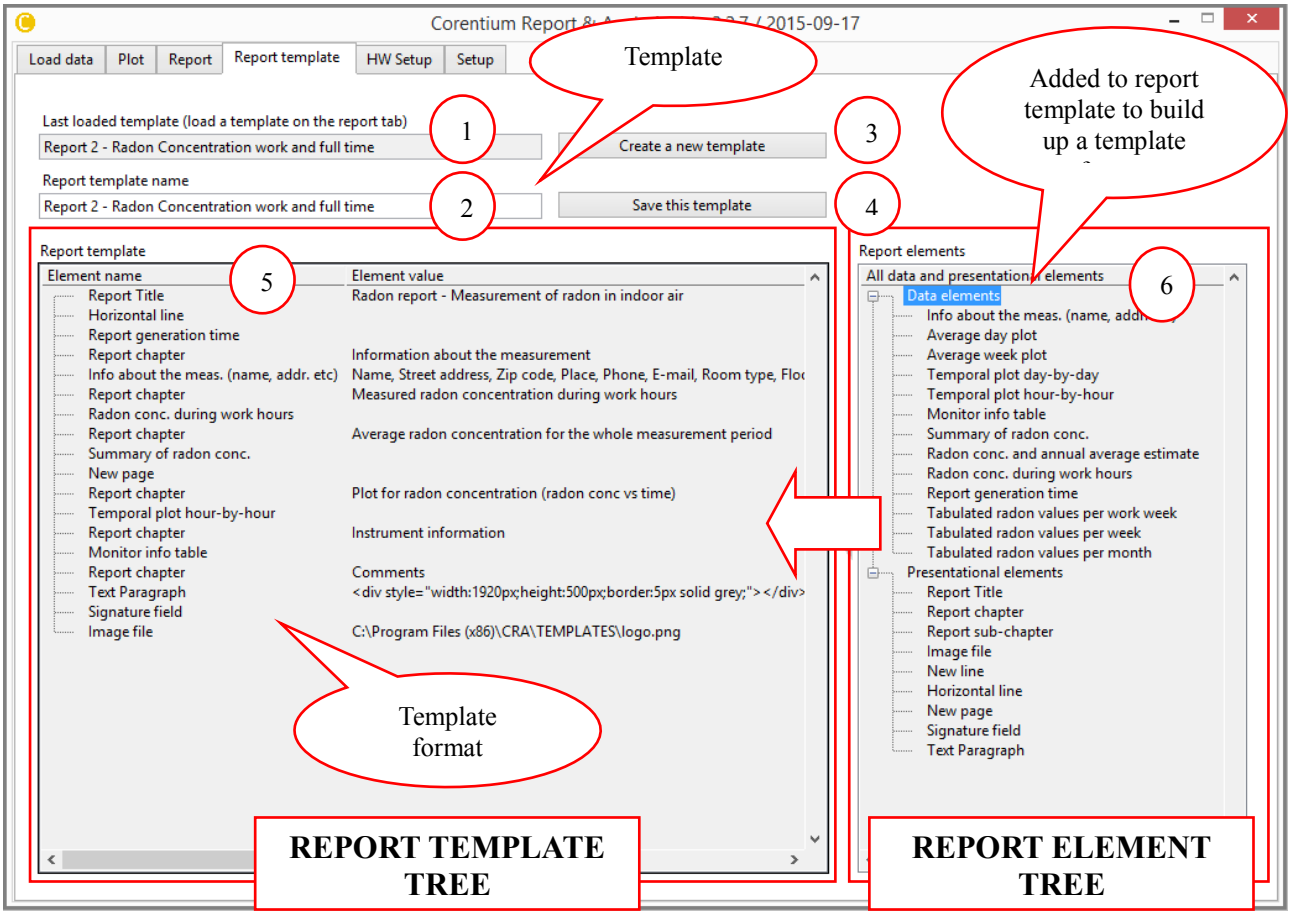
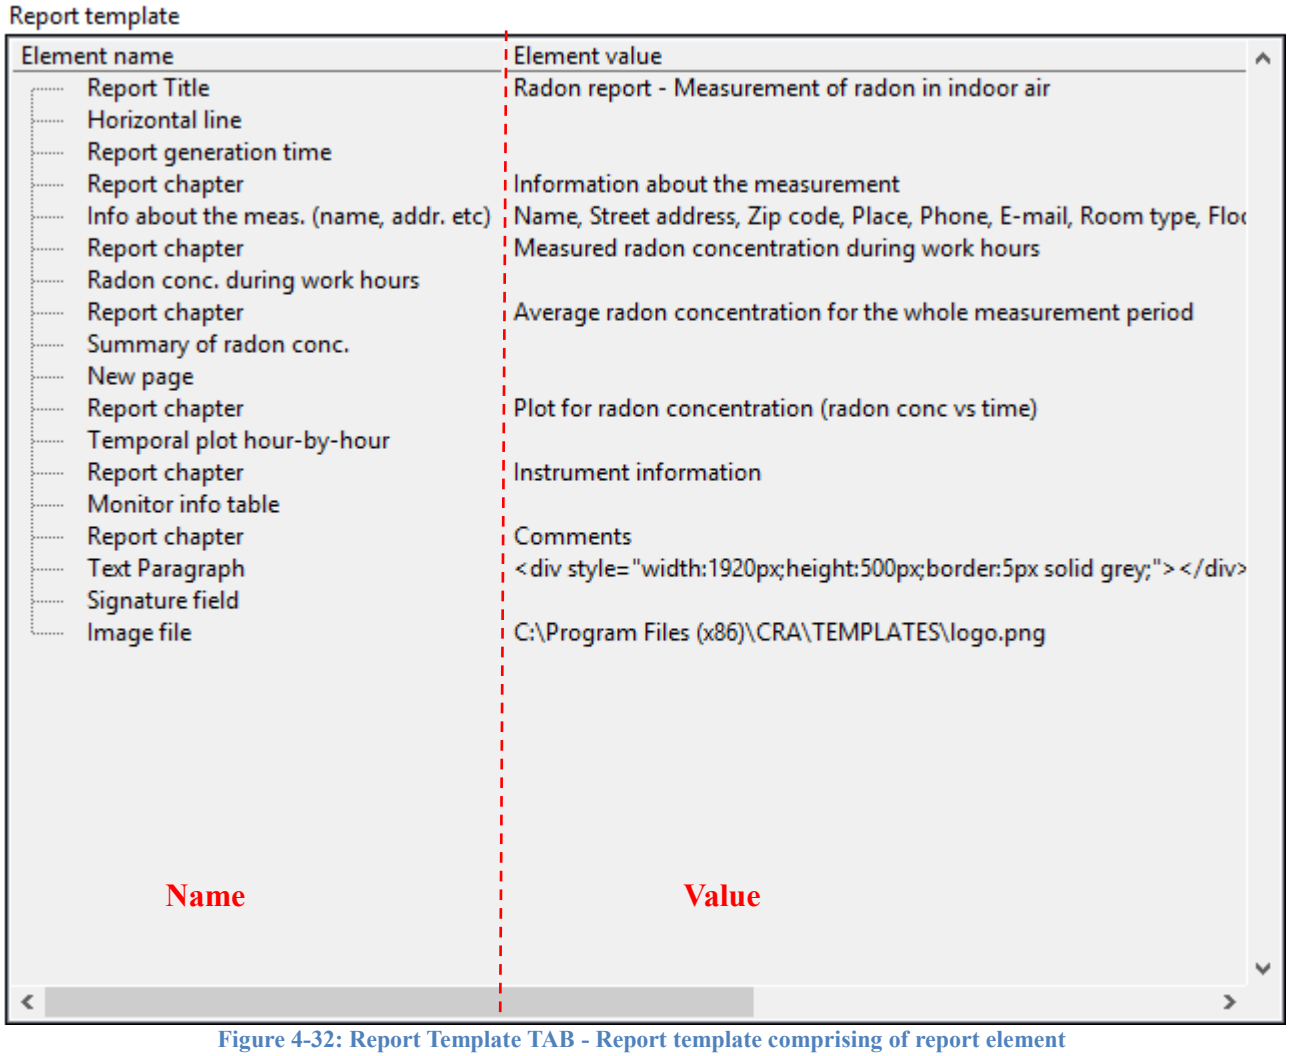

Figure 4-31: Report Template TAB - Overview window
Figure 4-32: Report Template TAB - Report template comprising of report element
However, advanced users can customize the report template. Figure 4-31 shows the **'Report template'** tab with items indicated with numbers.
The number indications in Figure 4-31 are described below:
The format for a Report Template is defined by **Report Elements** indicated as (6) in Figure 4-31. Report template format is build by arranging the Report Elements in the **Report Template** indicated as (5) in Figure 4-31. Elements from Report template section are added to the Report template section by double clicking the element in Report Element name. Added Elements to Report template has its Name and Value as shown in Figure 4-32.